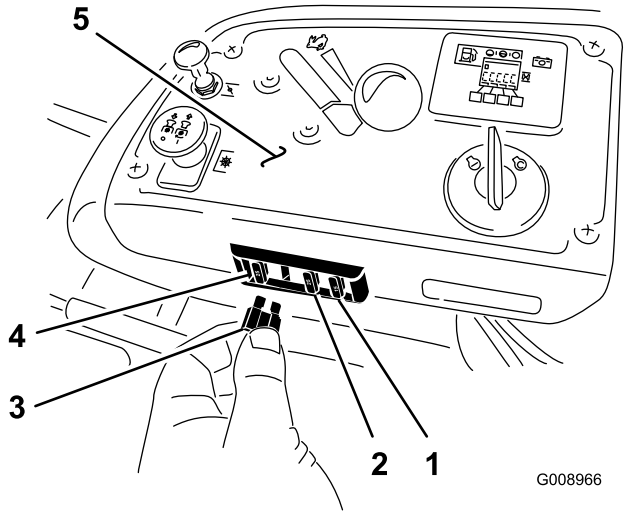

**Figure 60**
1. Les fusibles sont situés sur la console droite, près du siège (Figure 60).
3. Remplacez le fusible (Figure 60).